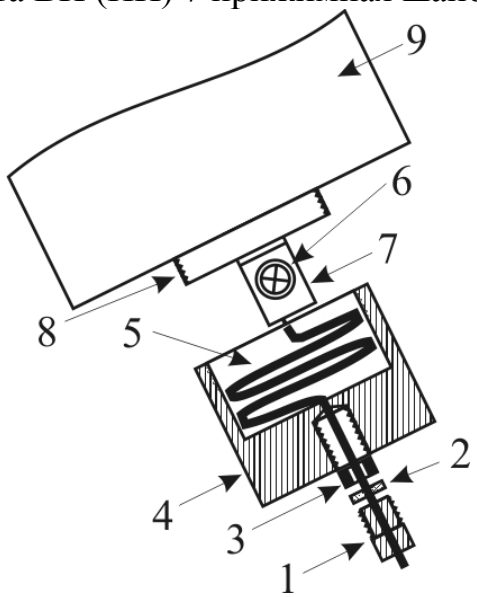

Рис. 10.23
10.4.1 Подготовку и ввод ВП и НП в блоки произвести, руководствуясь рис.10.23. Конец провода (ВП или НП) на 10 мм освободить от изолирующего слоя, скрутить жилы и опаять. Выкрутить гайку втулку 1 (БПРД или БПРМ), извлечь коническую шайбу 2 и резиновую втулку 3, отвернуть защитный колпачок 4. Извлеченные детали установить на провод 5 в указанном на рис. 10.23 порядке. Допускается не устанавливать ко-